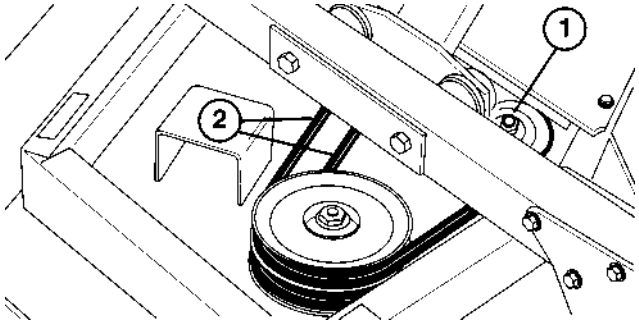

Afbeelding 65
2. Om de riem te spannen, moet u de flenscontramoer aan de bovenkant van de draagrolschijf losdraaien (Afb. 65). Schuif de schijf tegen de riem totdat de juiste spanning is bereikt. Houd de schijf in die positie en draai de contramoer vast.
3. Verwijderde de flenskopschroeven waarmee de tandwielkastplaat is bevestigd aan het maaidek. Om de plaat en de aandrijfmotor los te maken van het maaidek, draait u het uiteinde van de plaat in de richting van de tractie-eenheid (Afb. 65). Kantel de plaat, de motor en de schijf op hun zijkant en verwijder ze van het maaidek. Zorg ervoor dat de buigzame hydraulische leidingen niet worden verbogen, gedraaid, geknikt of beschadigd.